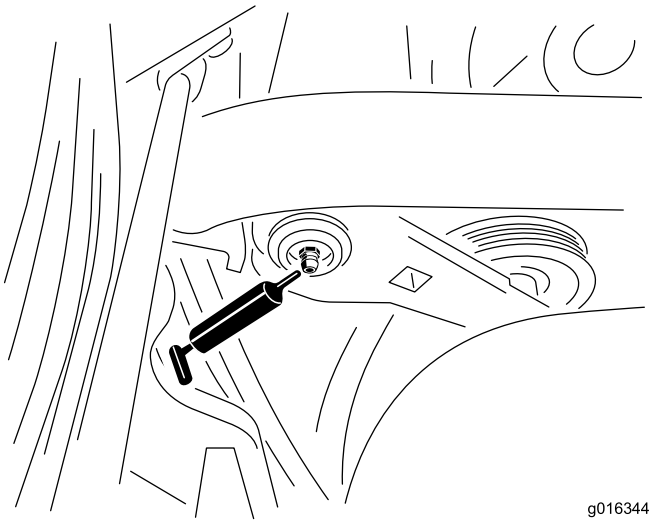

Figuur 43
1. Veeg de smeernippel schoon zodat er geen ongerechtigheden kunnen binnendringen in het lager of de lagerbus (Figuur 43).